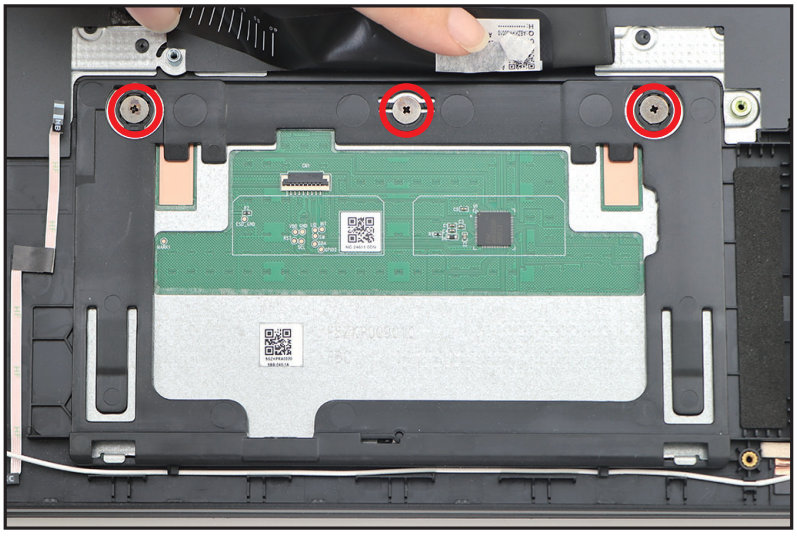

Figure 1-50. Touchpad Module Removal
6. Remove three (3) screws securing the touchpad module (Figure 1-50).